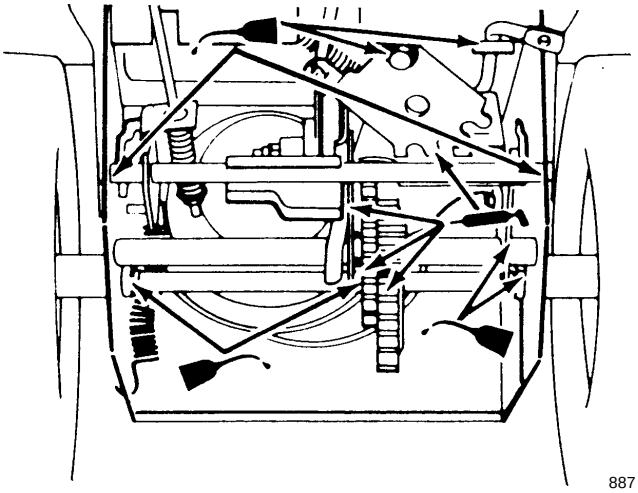

Figur 21
5. Smörj snöslungan lätt med tunn olja, enligt figur 21.
6. Smörj snöslungan med fett enligt figur 21.